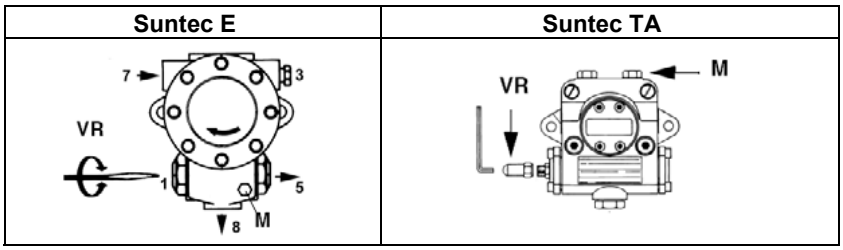

Fig. 12
2. sfiatare l'aria dall'attacco (M) manometro della pompa (Fig. 12), allentando leggermente il tappo, senza toglierlo; quindi rilasciare il contattore.
8. La pressione di alimentazione ugello è già pre-tarata in fabbrica e non deve essere cambiata. Solo se necessario, regolare la pressione di alimentazione (vedi relativo paragrafo) nel modo seguente: inserire un manometro nella posizione indicata nella figura sopra, agire sulla vite di regolazione VR della pompa (vedi Fig. 12 e pag. 11) fino ad ottenere una pressione all'ugello pari a 25 bar (vedere tabella/grafico a pagg.27-28);